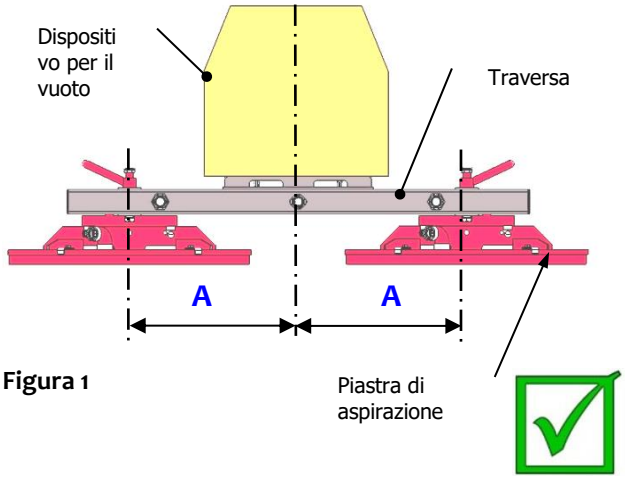

Figura 1
Le piastre di aspirazione devono avere sempre la *stessa* distanza (A) dall'asse centrale verticale della traversa (vedi figura 1).
- Agganciare saldamente entrambe le catene di fissaggio del carico sull'altro lato dell'unità, come mostrato nella figura 1. (Riporre le estremità della catena nelle scatole della catena).